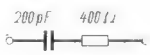

Bild 2. Vereinfachte künstliche Antenne
2. die von O. Limann angegebene vereinfachte Form nach Bild 2.
4. bei Prüfsendern mit hochohmigem Spannungsteiler von 1...5 kΩ im Ausgang ändert sich der Ausgangswiderstand in starken Grenzen je nach der Reglerstellung. Es ist die künstliche Antenne nach Bild 2 zu wählen und der Schlußabgleich mit heruntergeregelter Ausgangsspannung durchzuführen, damit der Ausgangswiderstand des Senders, der sich zu dem 400-Ω-Widerstand addiert, möglichst klein bleibt.